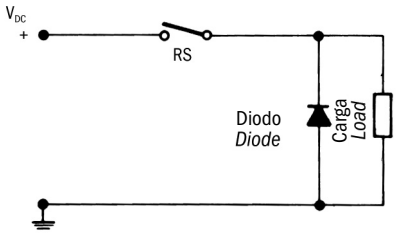
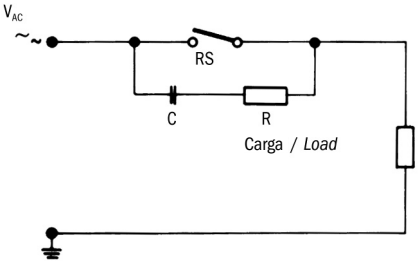

Fig. 1 Proteccion con corriente continua para cargas inductivas.
Fig. 2 Proteccion con corriente alterna con conexion RC para carga inductiva.
1) Cargas inductivas en circuitos alimentados con corriente continua la protección del contacto es relativamente fácil. Se debe conectar en paralelo a la carga un diodo semiconductor como se indica en la fig. 1 (ver la página siguiente). Las polaridades deben estar conectadas de manera que el diodo se bloquee con el voltaje normal de funcionamiento y siempre en cortocircuito en el caso de inversión de polaridades. Al cambiar las cargas inductivas alimentadas con corriente alterna no se puede utilizar un diodo, es necesario utilizar un dispositivo de supresión del arco Por lo general, es un enlace RC paralelo al interruptor y luego en serie con la carga, según fig. 2 (ver página siguiente). El tamaño del supresor del arco puede ser determinada por el monograma de la fig. 3 (vér la página siguiente).